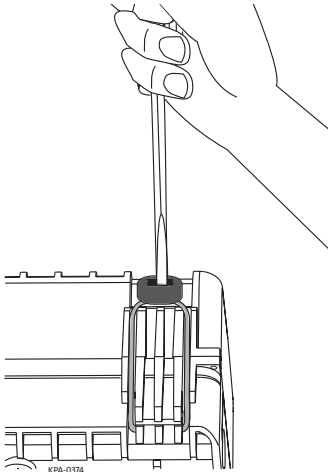

Figure 29
Step 4: Rotate the tray stacker down. Secure the tray(s) in the stacker with the hook-and-loop strap provided (Figure 29).
Step 2: Pry open as shown in Figure 29.